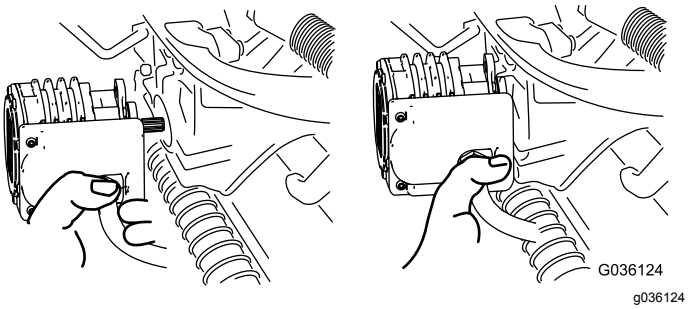

Figur 55
4. Flyt motoren hen i opbevaringspositionen foran på affjedringsarmen (Figur 55).